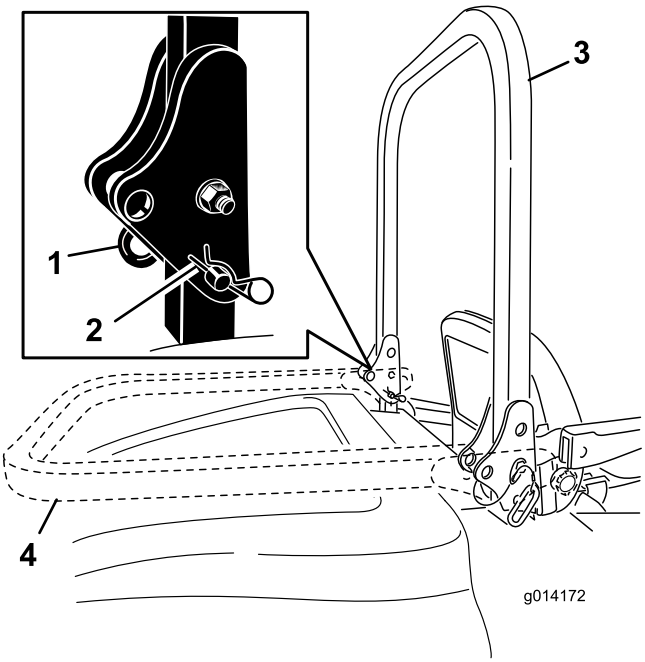

Figura 10
1. Per abbassare il roll bar, togliete le coppiglie, spingete in avanti il roll bar contro le molle e togliete le due spine (Figura 10).
2. Abbassate il roll bar (Figura 10).
3. Montate le due spine e fissatele con le spine delle coppiglie (Figura 10).
4. Per alzare il roll bar togliete le spine delle coppiglie e le due spine (Figura 10).
5. Alzate completamente il roll bar e montate le due spine, quindi fissatele con le spine delle coppiglie (Figura 10).